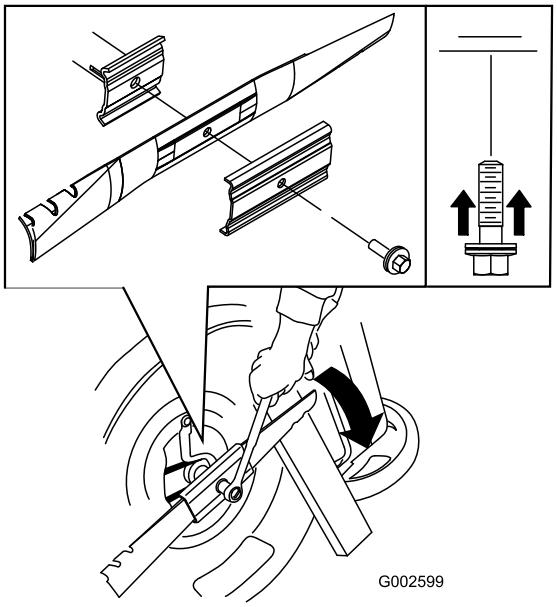

Figur 28
5. Monter den nye skærekniv (drej knivbolten med uret) samt alle monteringsbolte og -møtrikker (Figur 28).